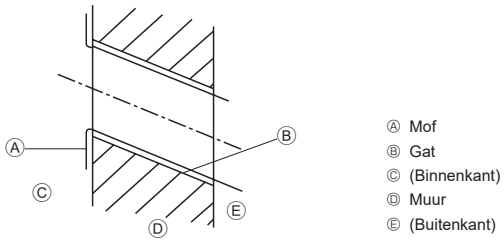

Afb. 3-3
3.2.2. Het gat voor de pijpleiding boren (Afb. 3-3)